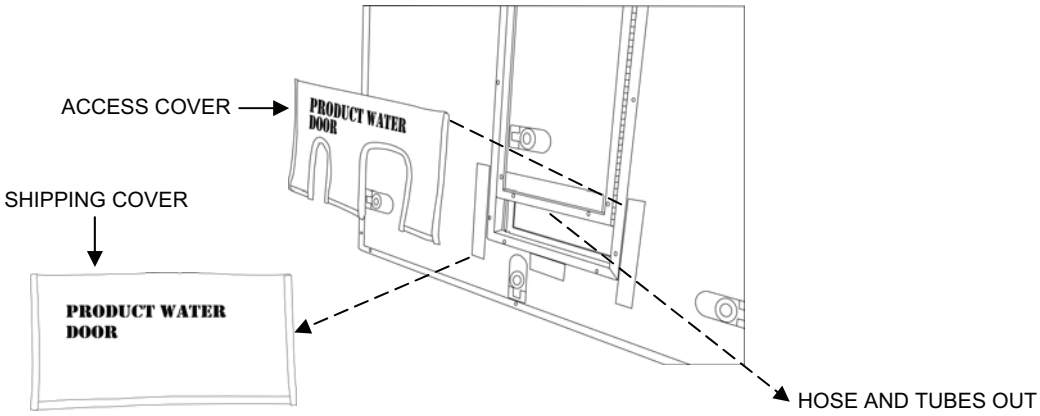

Figure 25. A-TWPS Product Water Door Access Cover Installation.
d. (A-TWPS only) Remove the product water door shipping cover, pull the product water hose and RO element drain tubes through the opening in the flat rack panel and install the product water door access cover (Figure 25).